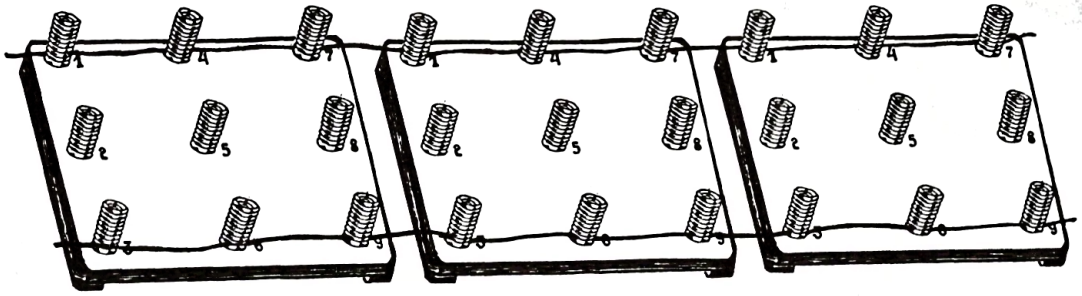

Рис. 9
1. Радиоприемник можно макетировать на пружинных контактах без электрической пайки, как это Вы делали в предыдущих лабораторных работах. Для этого из трех 9-пружинных макетных плат нужно составить одну, расположив их рядом друг с другом. При этом нужно соединить оголенным проводом у всех трех плат пружины *1, 4, 7* верхнего ряда (положительная шина) и отдельно пружины *3, 6, 9* нижнего ряда (отрицательная шина). Теперь соединение деталей между собой производится посредством пружин *2, 5, 8* (всего 9) среднего ряда всех трех плат (рис. 9).